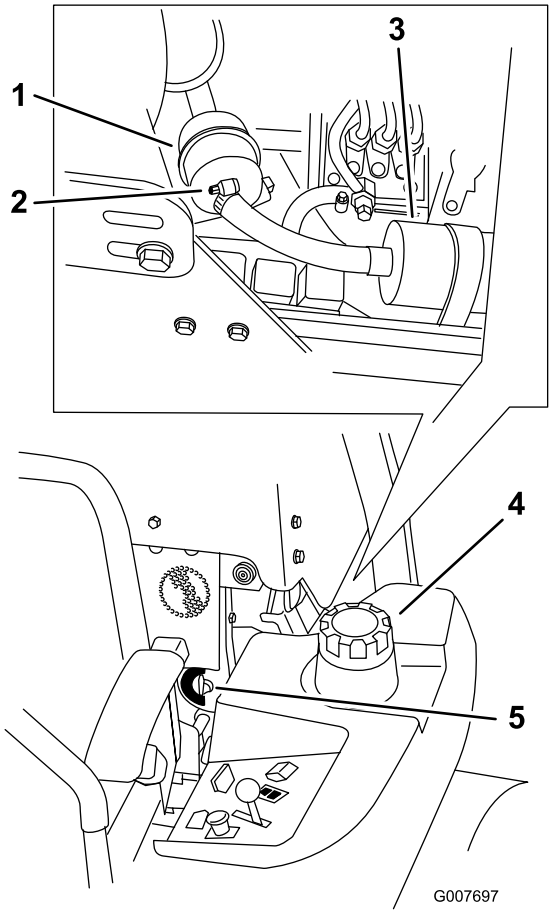

**Figuur 55**
4. Sluit de brandstofafsluitklep(Figuur 55).
5. Maak de 2 slangklemmen los en ontkoppel de brandstofslangen van het brandstoffilter (Figuur 55).
6. Plaats een nieuw filter. Sluit de brandstofslangen aan op het brandstoffilter en monteer de slangklemmen (Figuur 55).